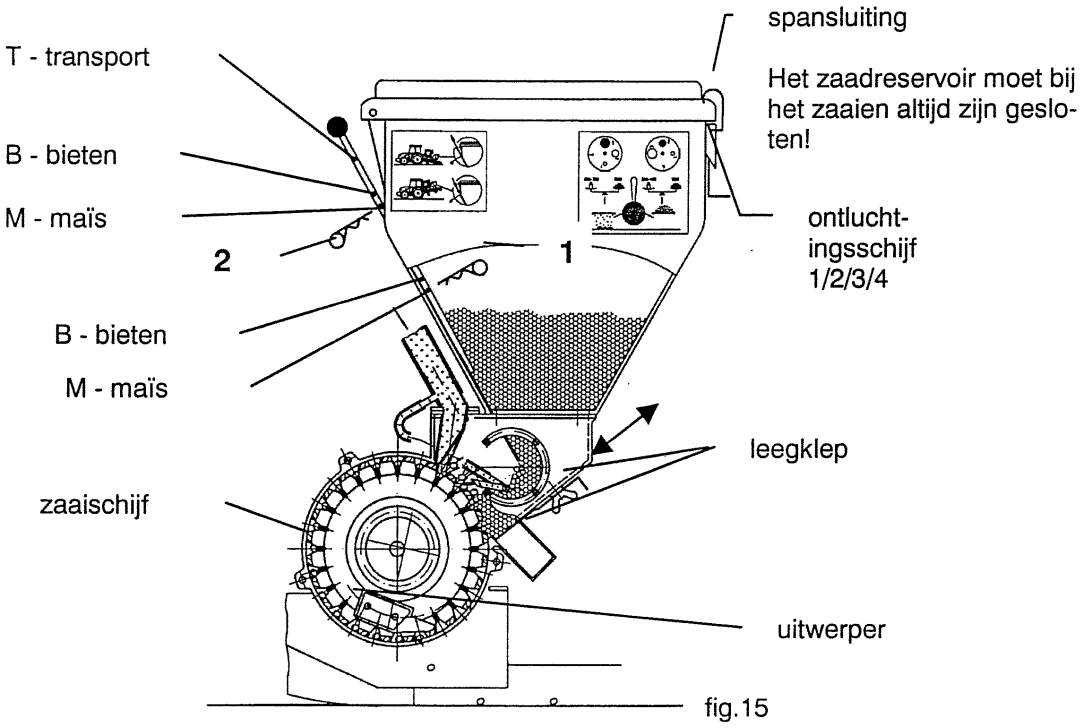
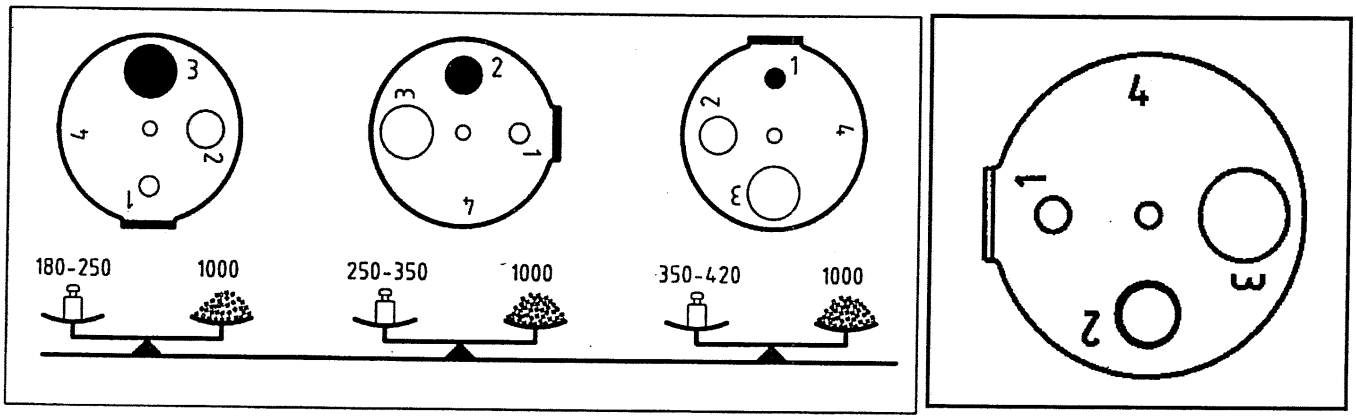

fig.15
Fig.16
Voor het zaaien van suikerbieten moet borgclip (1) binnen in zaadbak in de bovenste boring (B) van de zaadschuif worden gestoken (zie fig. 15). Trek daarna de zaadschuif geheel naar boven en steek borgclip (2) in boring B buiten de zaadbak.
Voor het zaaien van maïs moet borgclip (1) binnen in zaadbak in boring (M) van de zaadschuif worden gestoken (zie fig. 15). Trek daarna de zaadschuif geheel naar boven en steek borgclip (2) in boring M buiten de zaadbak.
Om de verschillende zaadsoorten en zaadgroottes optimaal te kunnen zaaien is het absoluut vereist de ontluchting dienovereenkomstig in te stellen. De ontluchtingsschijf bevind zich achter op de zaadbak tussen de spansluitingen (fig.15 pagina 20). Is het DKG van het zaaizaad bekend, dan moet de ontluchting volgens de tabel (fig.16) worden ingesteld!